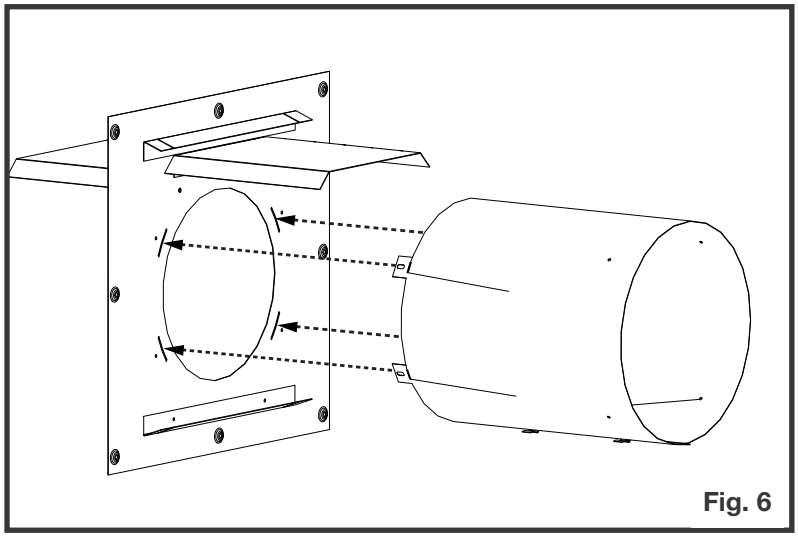

Fig. 6
6. Insérez les languettes des douilles d'évent dans les douilles d'espaceur de feuillard, pliez les languettes de douille d'évacuation et fixez-la à l'entretoise de foyer avec 4 attaches fournies (Figure 6).